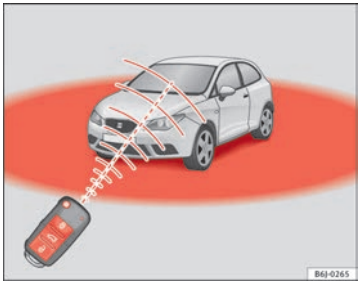

Fig. 46 Range of the radio frequency remote control
Also, the battery indicator on the key ⇒ Fig. 46, will flash.
- The radio frequency remote control key functions only when you are within range ⇒ Fig. 46.